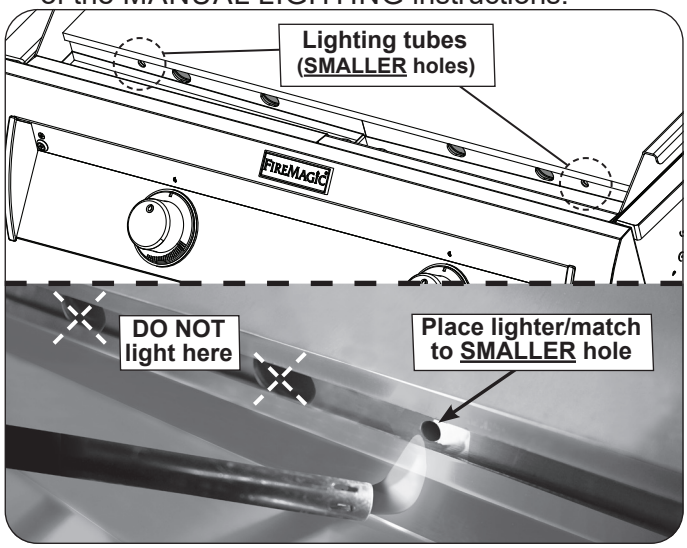

Fig. 35-3 **- Manual lighting**
2. Hold a burning long-barrel butane lighter or burning long-stem match up to the opening of the lighting tube (**SMALLER hole) for 5 seconds**. Then depress the appropriate control knob and while pressing turn it counterclockwise to the **HI LIGHT** position. Remove the lighter or match when the burner lights, and release the control knob. See Fig. 35-3.
4. If the burner does not light within five (5) seconds of turning the control knob, **immediately depress the knob and turn the valve to OFF**. WAIT FIVE (5) MINUTES before repeating steps 2 through 4 of the MANUAL LIGHTING instructions.
2. Tenez un briquet au butane ou une allumette à tige longue jusqu'à l'ouverture du tube d'éclairage (trou **PLUS PETIT**) **pendant 5 secondes**. Puis appuyer sur le bouton de contrôle approprié et en appuyant tourner dans le sens antihoraire à la position HI LIGHT. Retirez le briquet ou des allumettes quand le brûleur s'allume, puis relâchez le bouton de commande. Voir la Fig. 35-3.
3. Si le brûleur ne se allume pas dans les cinq (5) secondes de tourner le bouton de commande, enfoncez immédiatement le bouton et tournez la valve à AU LOIN. ATTENDEZ CINQ (5) MINUTES avant de répéter les étape 2 des instructions manuelles d'éclairage.